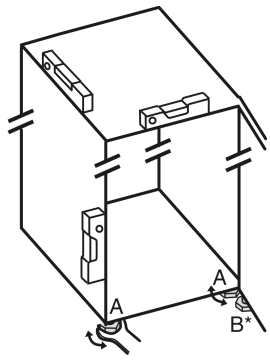

Fig. 19
▶ Extrageți prin rotire picioarele reglabile *Fig. 19 (A)* cu cheia fixă atașată și cu ajutorul unei nivele cu apă, până când aparatul este fix și aliniat plan.
▶ Extrageți prin rotire piciorul reglabil *Fig. 19 (B)* de la suportul de lagăr cu cheia fixă atașată, până când acesta atinge solul.
▶ Continuați să rotiți piciorul reglabil *Fig. 19 (B)* cu 90°.